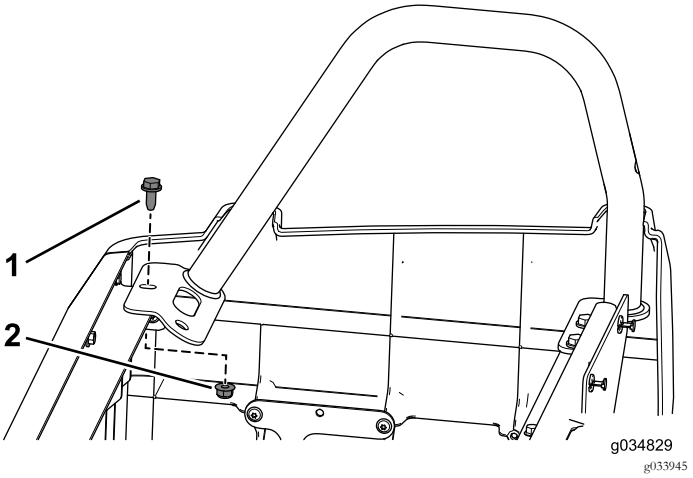

Bild 53
1. Entfernen Sie den vorderen Bundbolzen und die Bundmutter am rechten Hüftgurt (Bild 53).